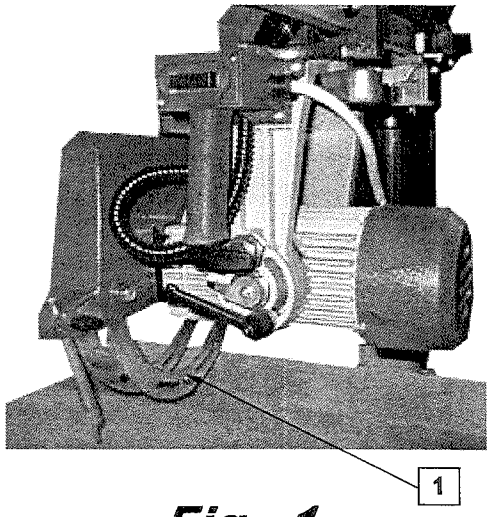

Fig. 1
1. Remove the Benzing ring (**1**) by means of the screwdriver, in order to separate the 2 right hand guards, Fig. 1.